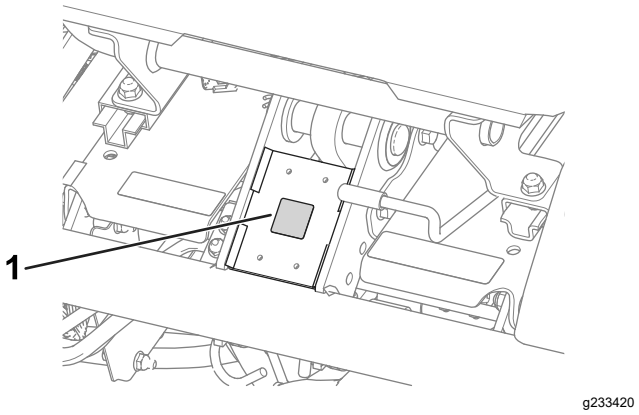

Figura 10
- Applicate l'adesivo di marcatura CE sul telaio sotto la parte anteriore del sedile (Figura 10).